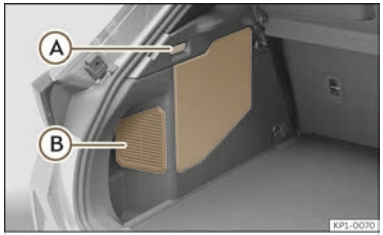

Fig. 237 Hybrid vehicles (PHEV): location of the battery in the luggage compartment.
- Pull the handle Ⓐ ››› **Fig. 237** to open the 12-volt battery protection cover.
Do not cover or cover the cooling grille of the 12-volt battery Ⓑ ››› Fig. 237.